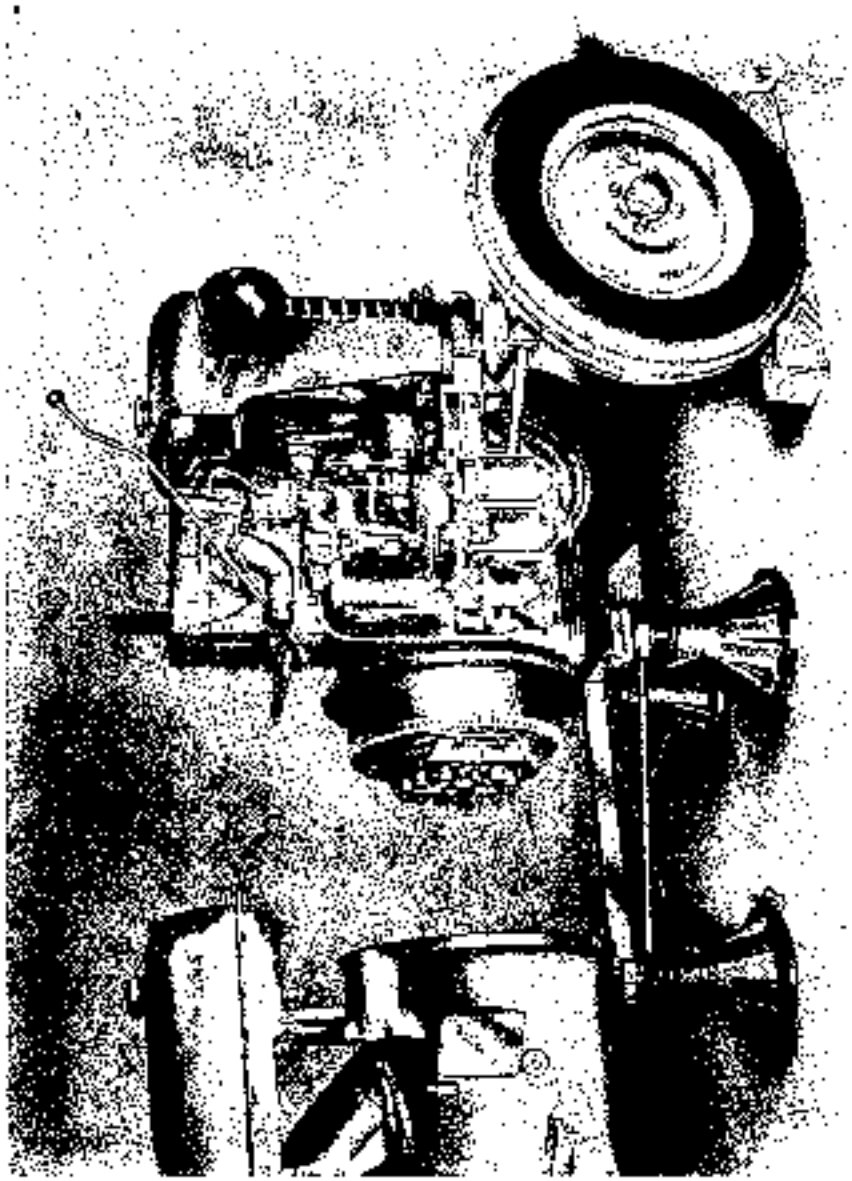

Fig. 10
26. Rolling it on the rear wheels, move the rear part of the tractor rearwards along the support. Proceed with caution so as not to let the clutch housing flange slip off the support during this operation (See Fig. 10).